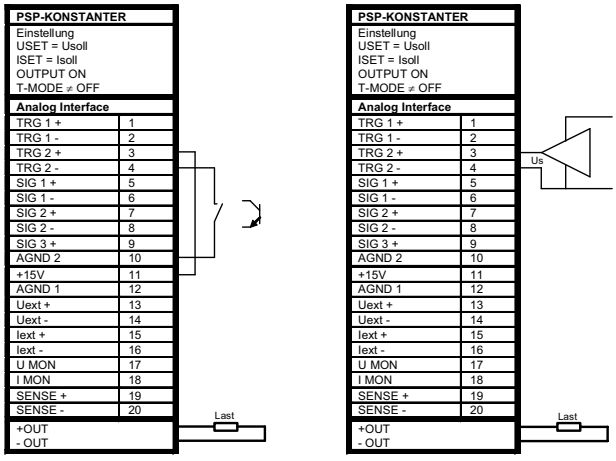

Figure 7.8 Controlling the Trigger Input with a Switching Element / External Signal
- The TRIGGER input can be driven with the + 15 V output at the analog interface via any desired switch (figure 7.8).